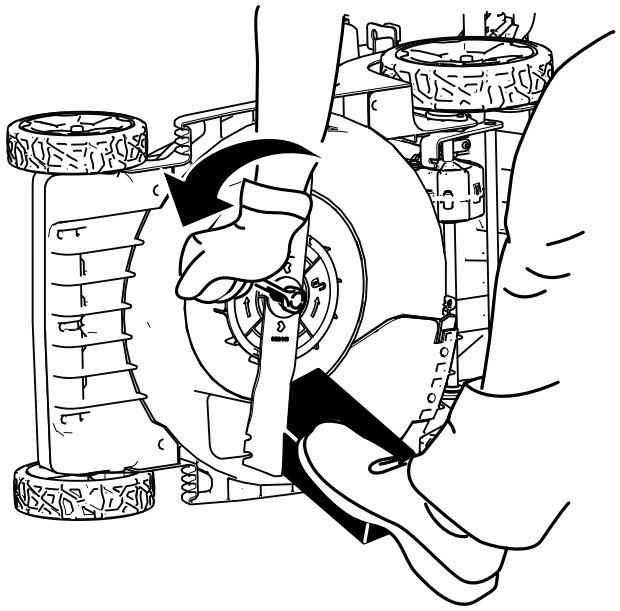

Figura 24
2. Utilice un bloque de madera para inmovilizar la cuchilla (Figura 24).
3. Retire el perno de la cuchilla, la arandela y la cuchilla; guarde la arandela y el perno (Figura 24).